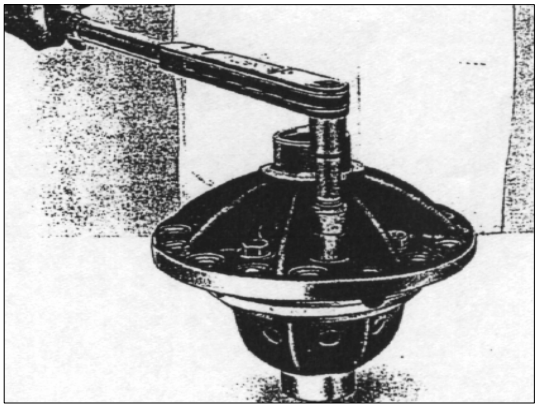

РИС. 347
7) Смажьте маслом резьбу болтов крепления крышки и картера дифференциала и закрутите их. Затяните болты с усилием 10-12 кг·м (см. рис. 347).